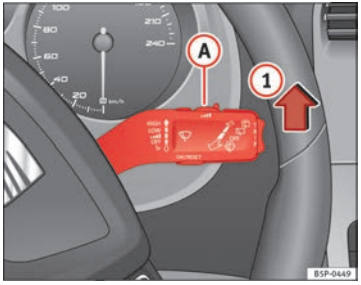

Fig. 87 Windscreen wiper lever
– Move the windscreen wiper lever into position (1) ⇒ fig. 87.
– Move the control (A) to the left or right to set the sensitivity of the rain sensor. Control to the right: highly sensitive. Control to the left: less sensitive.